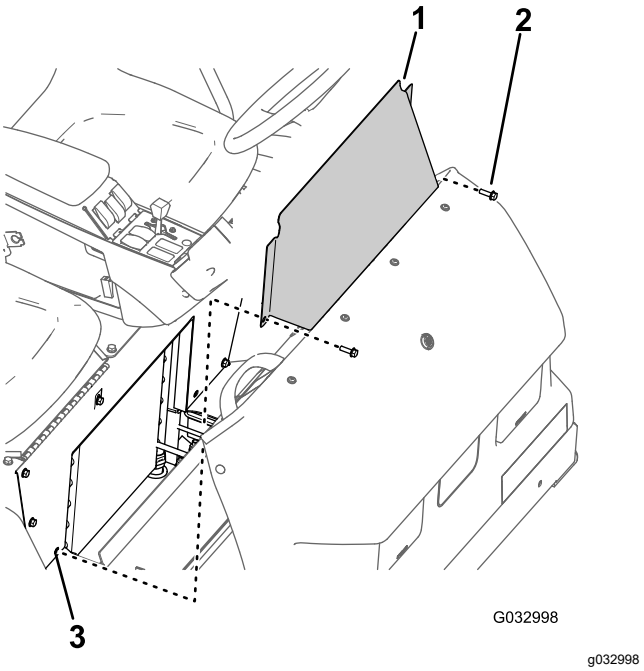

Figur 69
1. Ta bort de två flänsskruvarna som fäster sätessockelns åtkomstpanel på sätessockeln (Figur 69).
2. Ta bort sätessockelns åtkomstpanel från maskinen (Figur 69).
1. Rikta in hålen på sätessockelns åtkomstpanel med hålen i sätessockeln (Figur 69).
2. Montera sätessockelns åtkomstpanel på sätessockeln med de två flänsskruvarna (Figur 69) som du tog bort i steg 1 i Ta bort sätessockelns åtkomstpanel (sida 53).